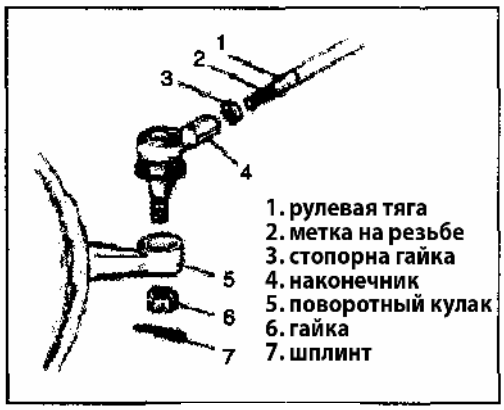

Рис. 424
1) Установите стопорную гайку и наконечник на рулевую тягу и выровняйте положение стопорной гайки в соответствии с меткой на резьбе (Рис. 424).